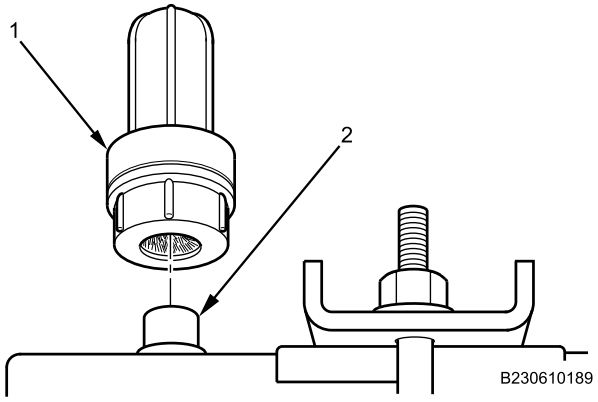

Figure 4. Battery Terminal Cleaning.
2. Using battery terminal cleaner (Figure 4, Item 1), remove any tarnish or corrosion from battery terminal (Figure 4, Item 2).